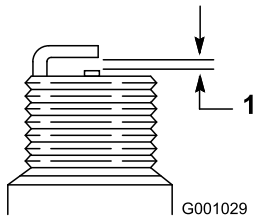

Figur 35
7. Indstil mellemrummet mellem elektroderne på et nyt tændrør til 0,76 mm (Figur 35).